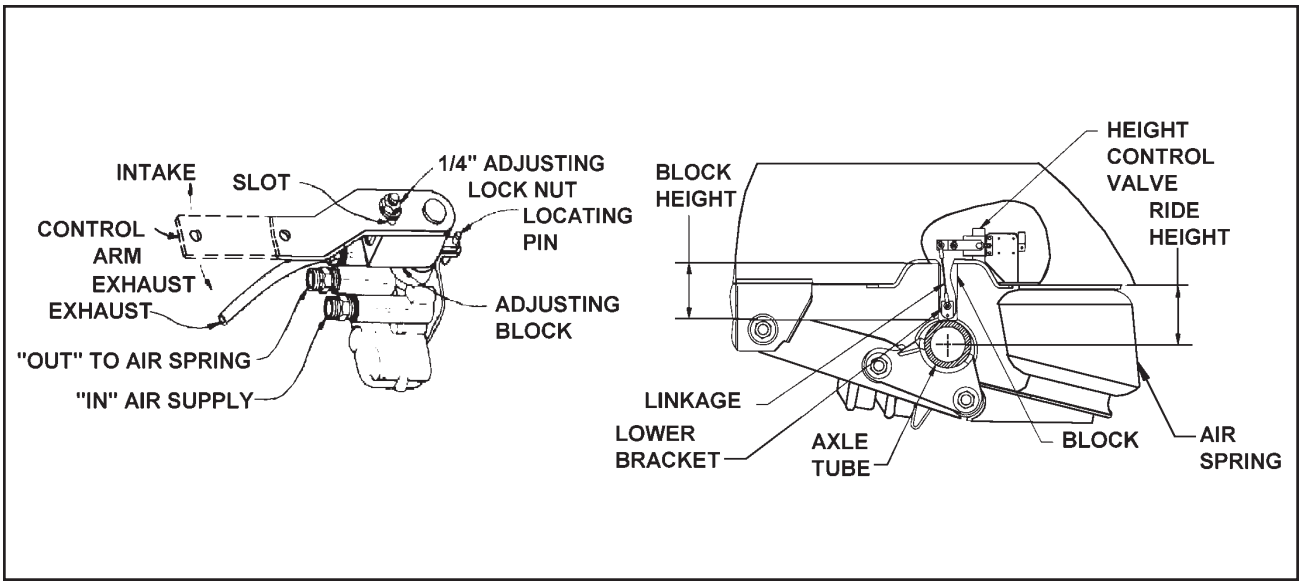

Figure 4-7 Air Ride Height Adjustment
4-6.2 Air Ride Height Adjustment. (See Figure 4-7 for parts identification).
b. Disconnect linkage at the control arm and raise control arm to the “up” position, raising the trailer until a block can be placed between axle tube and undercarriage frame **(See Figure 4-7).**
f. Loosen the 1/4" adjusting lock nut located on the adjusting block, allowing the control arm to move approximately 1 inch. Move the adjusting block until holes align, then insert locating pin **(See Figure 4-7)**.